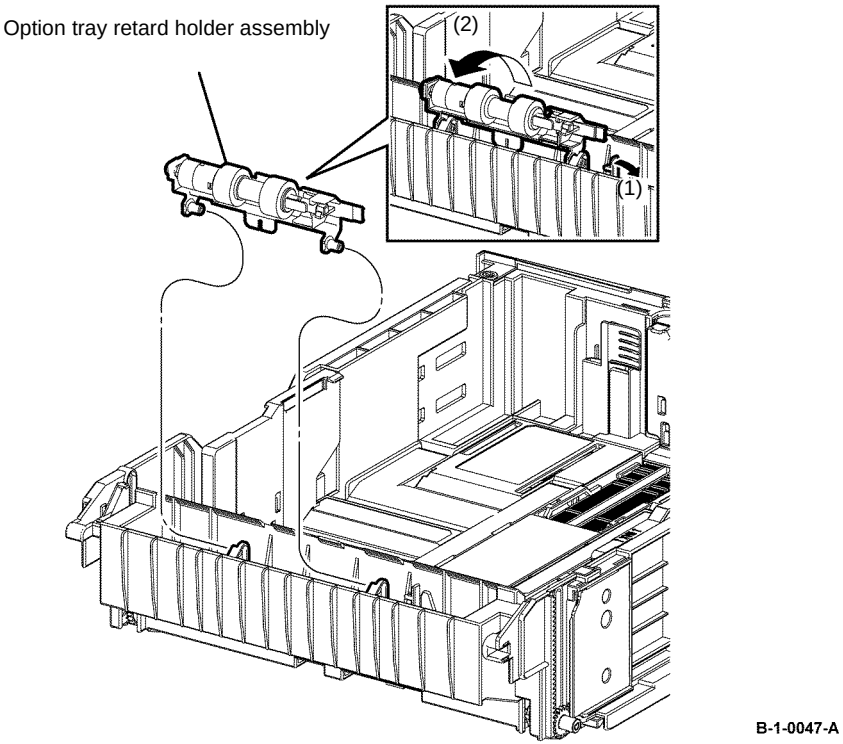

Figure 1 Retard roll holder assembly removal
2. Release the hook that fixes the option tray retard holder assembly, then rotate the option tray retard holder assembly in the arrowed direction, Figure 1.
3. Release the two bosses on the retard holder assembly, and then remove the retard roll holder assembly, Figure 1.